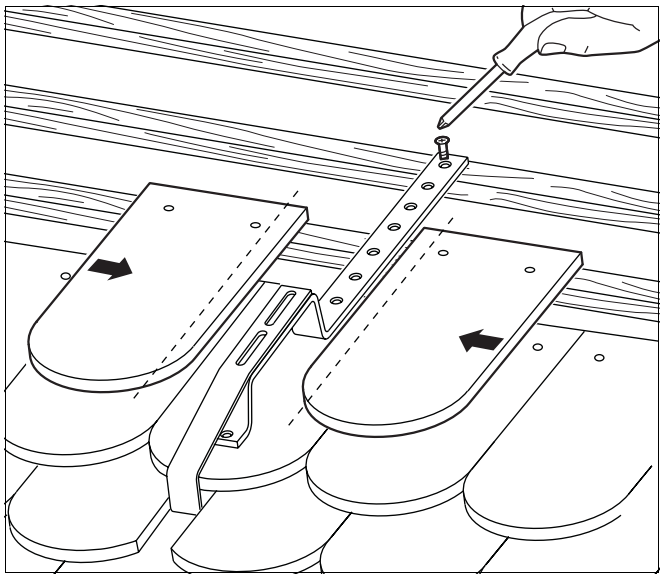

Afb. 34 Beverstaartpannen snijden en monteren
- Snijd de aansluitende beverstaartpannen (afb. 34) en bevestig ze ter plaatse.